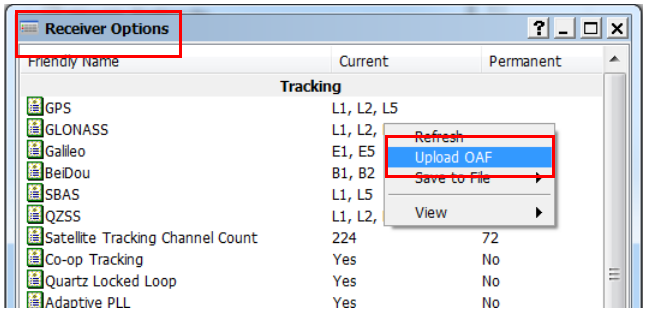

Figure 5-6: Effectuez un clic droit et sélectionnez Upload OAF
2. Effectuez un clic droit sur la fenêtre **Receiver Options** (Options du récepteur), puis sélectionnez **Upload OAF** (Charger le fichier OAF) (Figure 5-6).